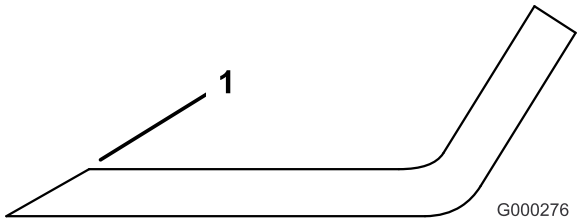

Figur 57
1. Anvend en fil til at slibe begge ender af skærekniven (Figur 57). Bevar den oprindelige vinkel. Skærekniven bevarer balancen, hvis der fjernes den samme mængde materiale på begge skærekanter.